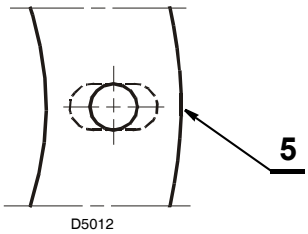

Fig. 3
- Ensanche, si es necesario, los agujeros de la protección aislante (5), (ver fig. 3).